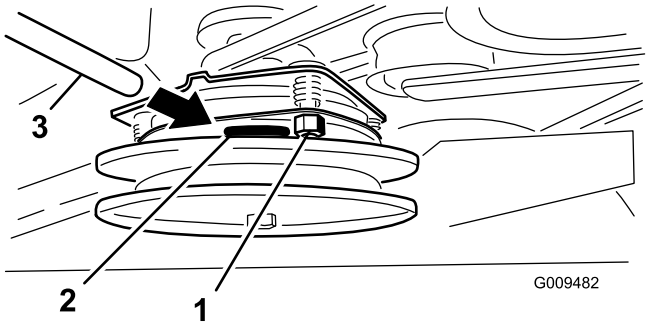

**Figuur 61**
2. Als aanpassing vereist is, stel dan af op 0,381 mm voor elk van de drie aanpassingssleuven. Draai de borgmoeren aan totdat de voelermaat licht is vastgeklemd maar gemakkelijk binnen de spleet kan bewegen (Figuur 61).